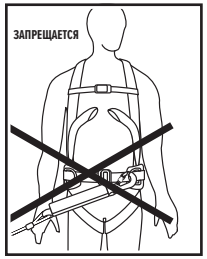

Рис. 6
- присоединять строп с амортизатором к элементам крепления для рабочего позиционирования (боковым кольцам) поясного ремня (рис. 6);